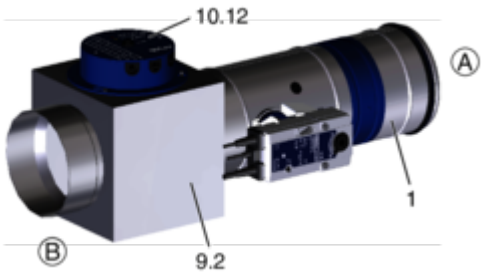
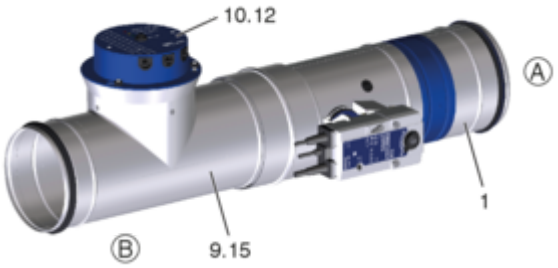

*Abb. 12: FKRS-EU mit Federrücklaufantrieb und Rauchauslöseeinrichtung in einer eckigen Luftleitung*
*Abb. 13: FKRS-EU mit Federrücklaufantrieb und Rauchauslöseeinrichtung in einer runden Luftleitung*
- Die Rauchauslöseeinrichtung ist in einer eckigen Luftleitung bauseitig zu montieren. Abb. 12 . Alternativ erfolgt die Montage bauseitig in einer runden Luftleitung mit T-Stück, Abb. 13 . Die Rauchauslöseeinrichtung ist in der Regel oben anzuordnen. Abweichende Anordnungen sind zulässig. In Deutschland ist die allgemeine bauaufsichtliche Zulassung der Rauchauslöseeinrichtung zu beachten.